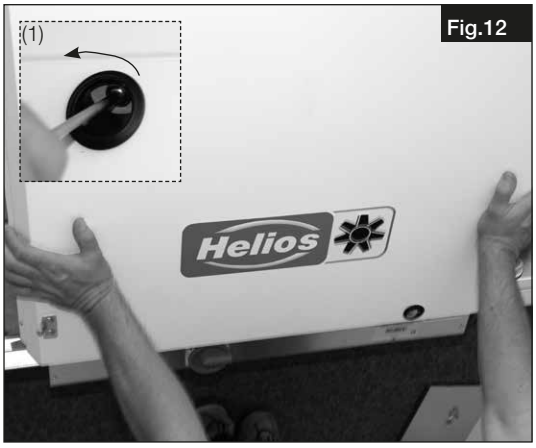

Fig.12
1. Dévisser les vis (1) de la trappe de l'appareil, la soutenir, puis la basculer vers le bas (Fig.12).